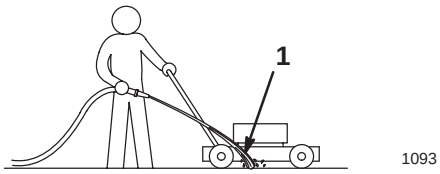

Bild 16
4. Halten Sie den Wasserschlauch auf Griffhöhe und lenken den Wasserstrahl unmittelbar vor dem *rechten hinteren* Rad (Bild 16) auf den Boden.